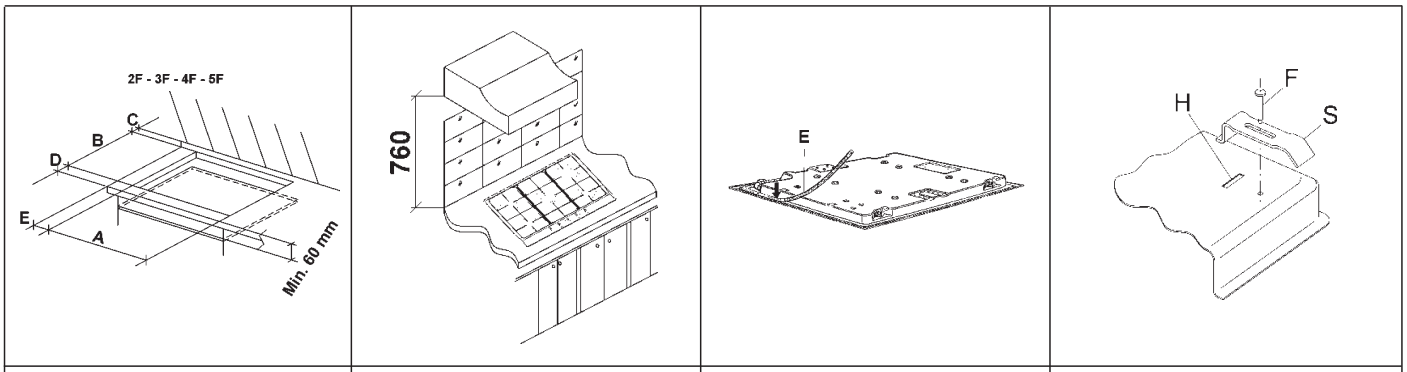

FIG. 7	FIG. 8	FIG. 9	FIG. 10
En la superficie del mueble modular se debe efectuar una abertura con las dimensiones indicadas en la fig. 7, prestando atención en respetar estrictamente las distancias críticas entre la superficie, las paredes laterales, la pared posterior y la superior (véase fig. 7 - 8).
- Para evitar posibles contactos casuales con la superficie del armazón de la encimera, sobrecalentada durante el funcionamiento, es necesario colocar un separador de madera fijado por tornillos a una distancia mínima de 60 mm del borde (fig. 7).